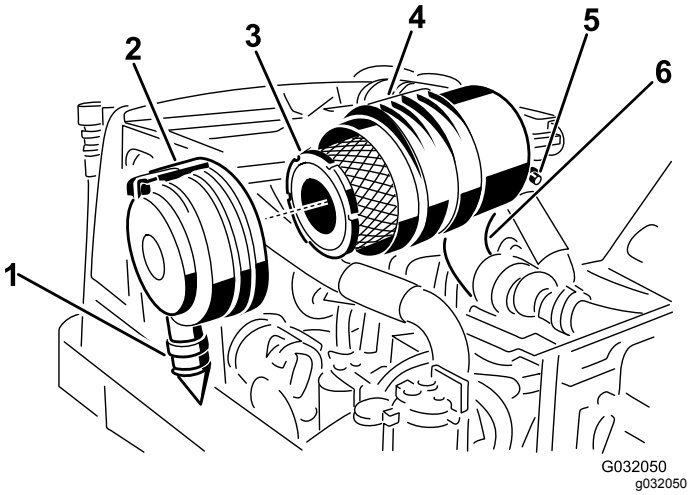

图 44
2. 拆下主滤芯图 44。
3. 更换主滤清器图 44。
7. 安装盖子时将橡胶排气阀位置朝下——即从末端看介于 5 点钟至 7 点钟位置之间并用闩锁固定图 44。